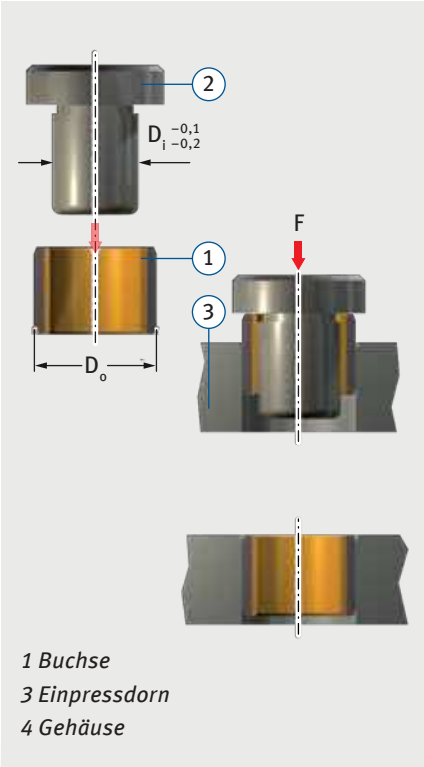

Abb. 2: Bündig einpressen $D_0 \leq 55$ mm
- bündiges Einpressen mit Dorn ohne Hilfsring gemäß Abb. 2.